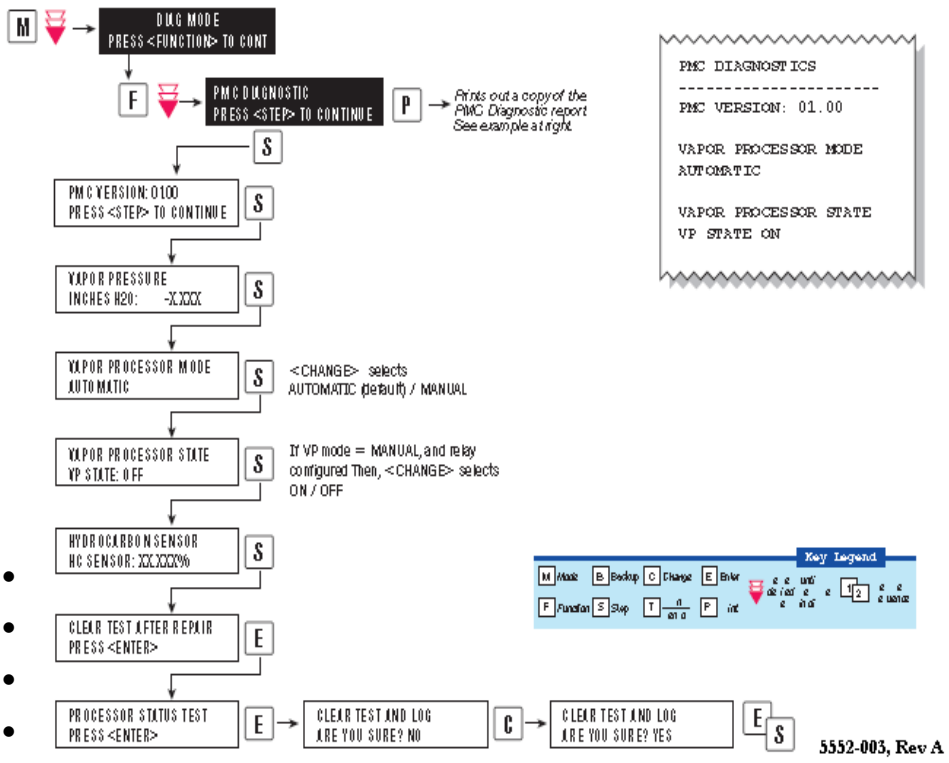
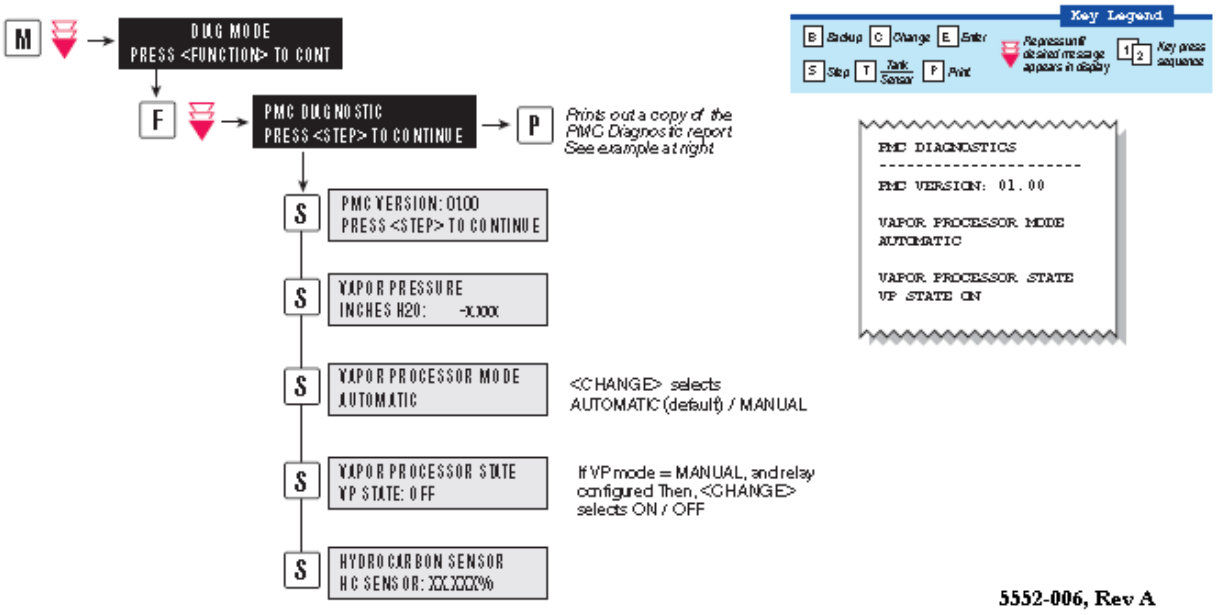

*Figure 12: PMC Diagnostic Menu with PMC Software*
*Figure 13: PMC Diagnostic with ISD Software*
- Follow the steps at the TLS console to put theTLS-350 in the Manual "OFF" Mode, as shown in Figure 12: Page 15-39 for the PMC Diagnostic Menu and Figure 13: Page 15-40 for the ISD Diagnostic Menu.
- Put the TLS-350 in the Manual OFF as shown in the Diagnostic Menus (see Figure 12: Page 15-39 or Figure 13: Page 15-40).
- Put the *Processor* in the manual ON Mode at the TLS as shown in the diagnostic menu in see Figure 12: Page 15-39 or Figure 13: Page 15-40.